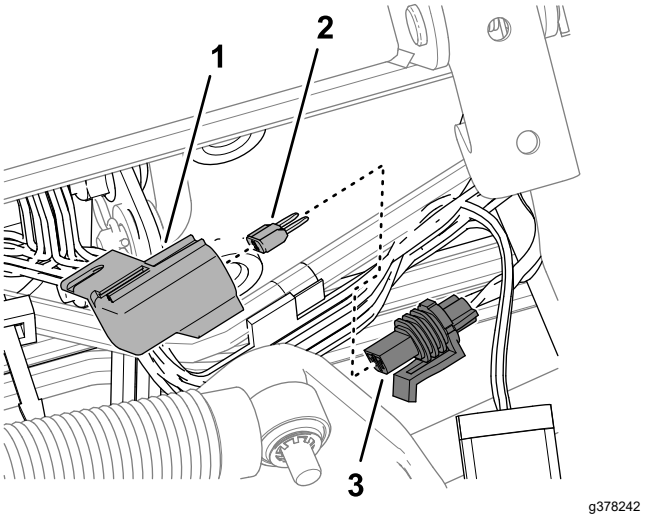

Figura 131
3. Îndepărtai capacul de pe suportul pentru sigurane în linie etichetat 10 A FUSE TELEMATIC PWR (Figura 131).